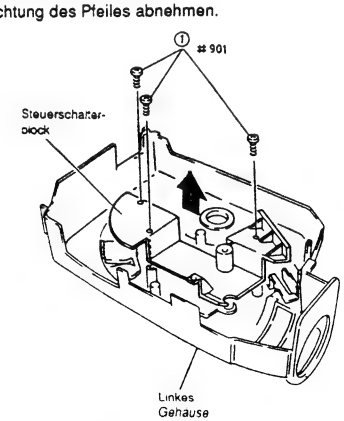

Abb. 2-26
1) Drei (3) Befestigungsschrauben des Steuerschalter-blocks entfernen (siehe Abb. 2-26).